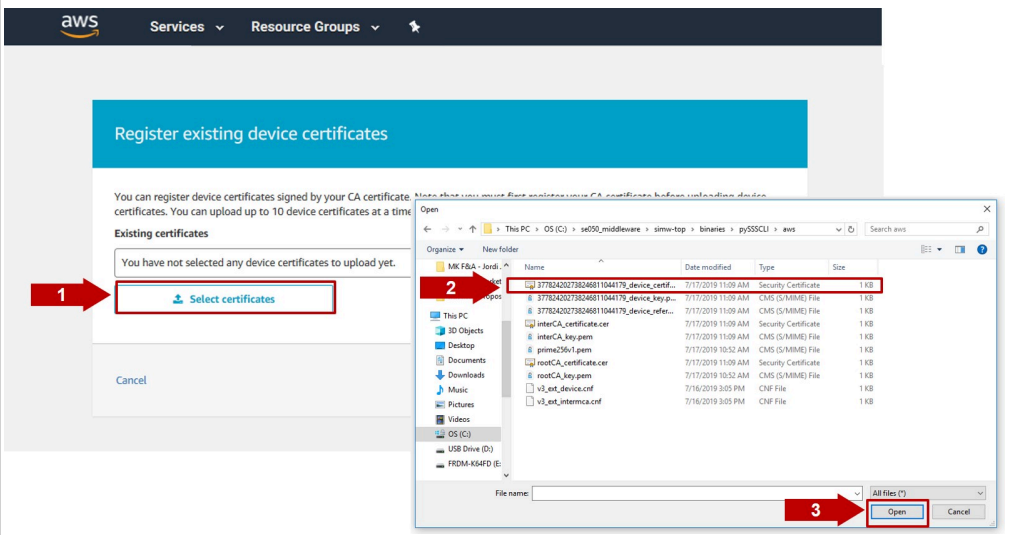

Figure 77. Select a client certificate
4. Click on the button **Select certificates** (1), select from your file system the device certificate to be uploaded (2), and click **Open** button as shown in Figure 77 (3). This device certificate was generated in Section 4.1.3.